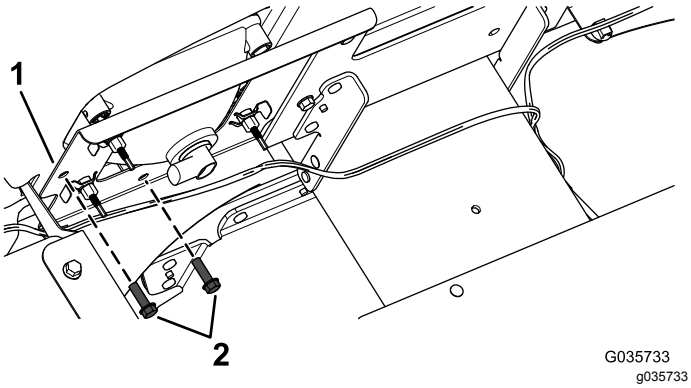

Figure 1
1. Remove the 2 existing screws from the headlight bracket (Figure 1).